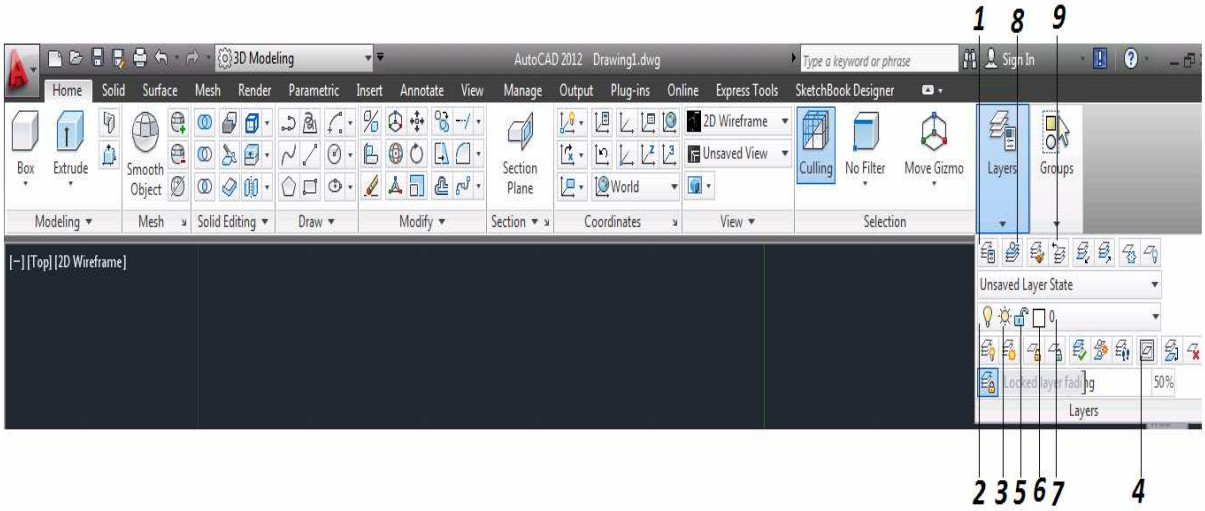

Figura 3.44 Capas
1. **Administrador de Propiedades de Capa [Layer Properties Manager]:** Este comando sirve para crear, eliminar, renombrar y buscar capas y otras de sus propiedades *(figura 3.44)*.
2. **Activar o Desactivar una Capa [Turn a Layer On or Off]:** este comando sirve para activar o desactivar una capa *(figura 3.44)*.
3. **Inutilizar o Reutilizar en todas las Ventanas [Freeze or Thaw in all Viewport]:** Para utilizar o reutilizar una capa *(figura 3.44)*.
4. **Inutilizar o Reutilizar en la Ventana Actual [Freeze or Thaw in all Viewport]:** Para utilizar o reutilizar una capa en la ventana actual *(figura 3.44)*.
5. **Bloquear o Desbloquear una Capa [Lock or Unlock a Layer]:** Para bloquear o desbloquear una capa *(figura 3.44)*.
6. **Color de la Capa [Layer Color]:** Para asignar un color a la Capa *(figura 3.44)*.
7. **Nombre de la Capa [Layers Name]** *(figura 3.44)*.
8. **Fijar Como Actual la Capa del Objeto [Make Objects Layer Current]:** Los objetos se crearan con las propiedades de la capa fijada *(figura 3.44)*.
9. **Capa Previa [Previous Layer]:** Deshace los cambios hechos en las capas *(figura 3.44)*.